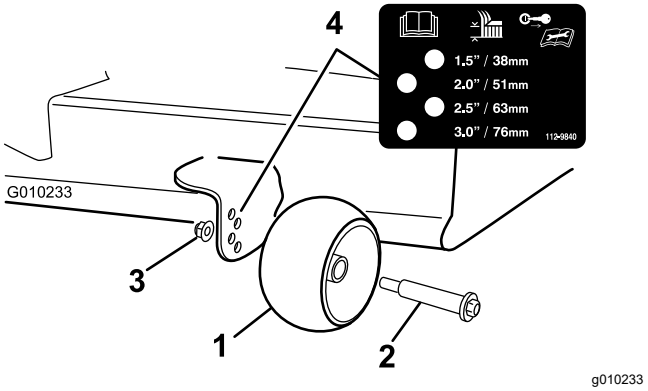

Figur 30
3. Justera antiskalpvalsarna (Figur 30) så att de motsvarar närmaste klipphöjd.